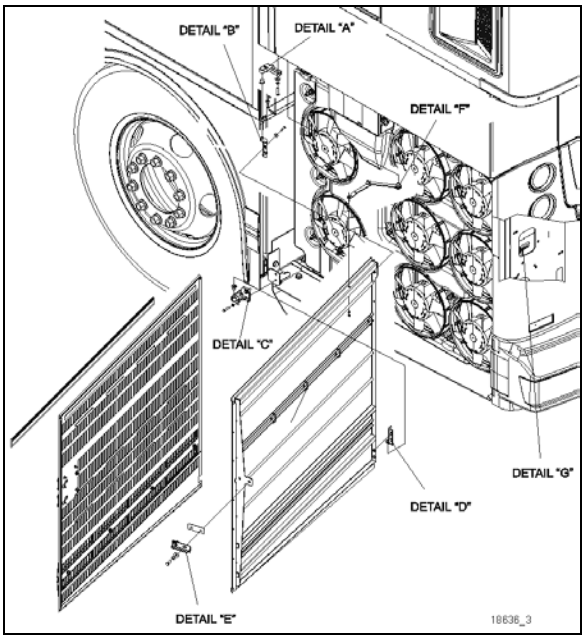

FIGURE 125: RADIATOR DOOR
6. Loosen the bolts, (details “A” & “C”, Figure 125) holding the hinge to the vehicle structure to shift the door "LEFT or RIGHT".
7. Loosening the bolts (details “B” and “D”, Figure 125) allows the door to be shifted "UP or DOWN".